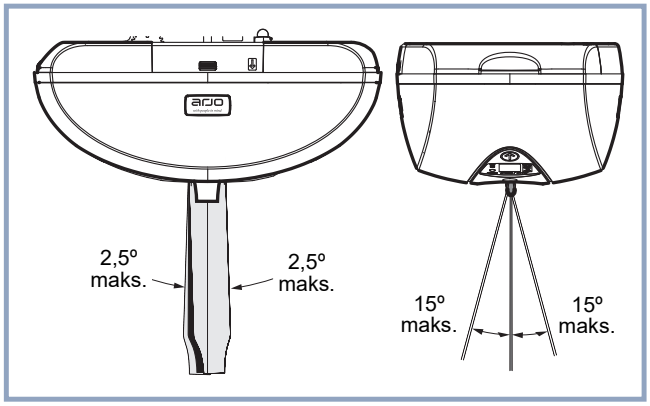

Figur 7
- Når du hæver eller sænker plejemodtageren, skal du altid huske at holde stroppen så lige som mulig af hensyn til sikkerheden og for at forhindre hurtig slitage af liftens dele. Overstig aldrig de angivne maks. værdier i Figur 7.